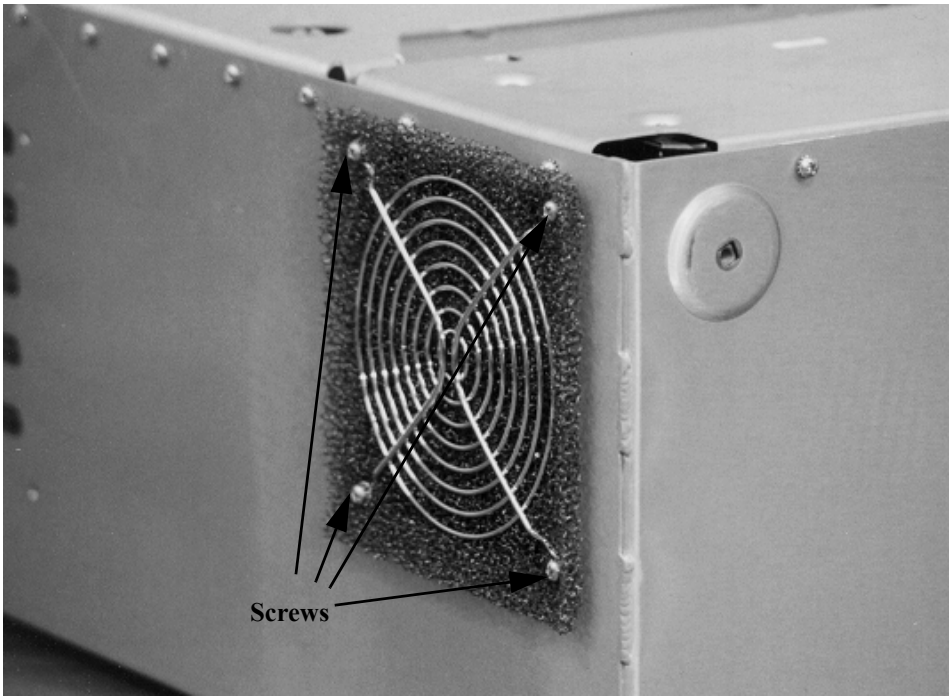

Figure 4.53 Fan Filter Screw Locations
Note the location of the fan filter in Figure 4.53. Inspect the filter from time to time to check for accumulated dust or scale. Take the following steps to replace it:
1. Remove the four screws that hold the fan's grill in place (Figure 4.53) using a Phillips-head screwdriver.